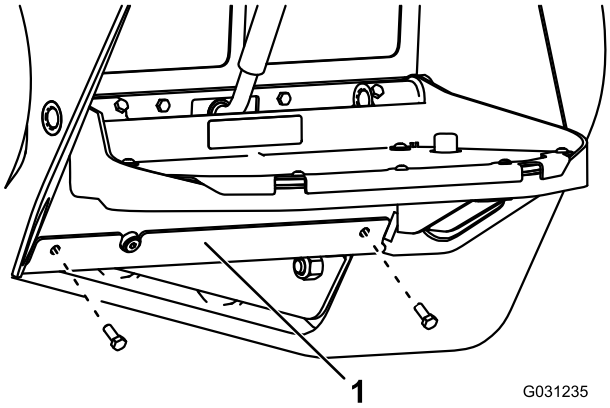

Figuur 61
3. Verwijder de 2 bouten waarmee de onderste plaat is bevestigd en verwijder de onderste plaat (Figuur 61).
7. Plaats de onderste plaat (Figuur 61).